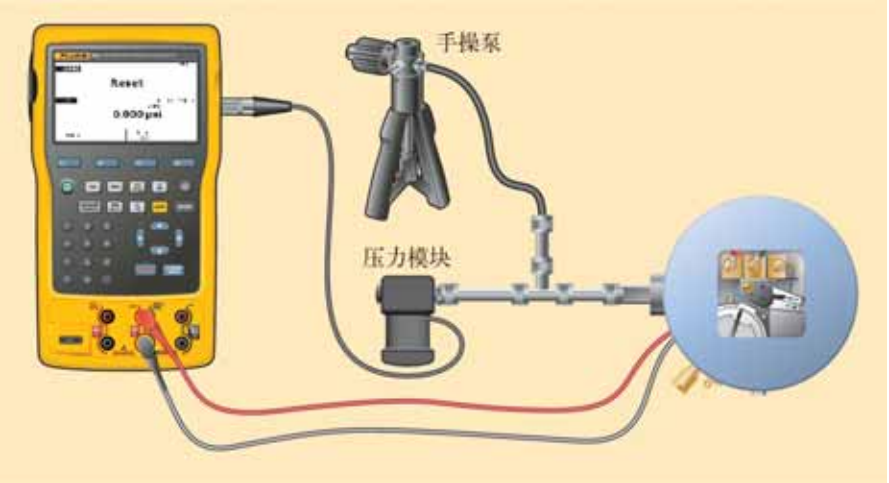
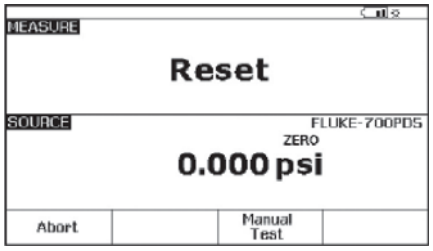

图 1.
图 4.
- 将手操泵连接至开关的压气输入，并通过T型接头连接至压力模块，例如Fluke-700系列，如图1所示。
完成全部连接后，应与图1中的连接类似。
现在即可选择MANUAL TEST (手动测试)软件执行测试(图 4)。利用连接的手操泵(图 1)在设置点和复位点上下缓慢改变施加到压力开关和压力模块上的压力。可清晰观察到置位/复位正如测量屏幕中的状态所指示的那样变化。测试期间，当状态改变时，将记录实际的置位和复位点(图 5)。捕获到置位和复位状态时(最好重复多次测试置位和复位，确认可重复性)，按 DONE (完成)软键。